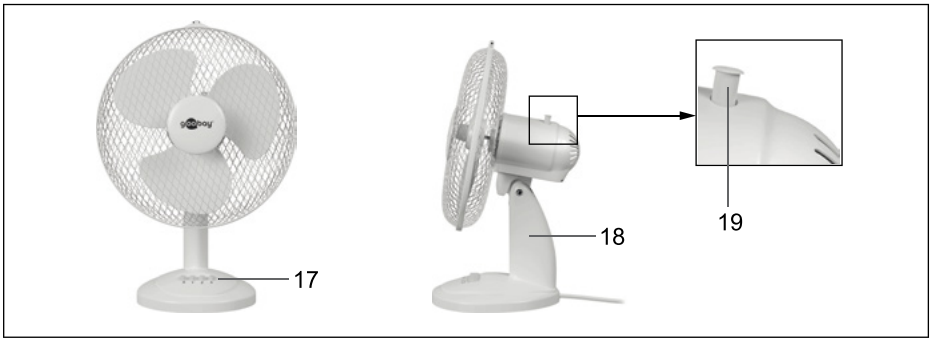

Fig.17: Ready mounted table fan
11. Pull the resulted ring onto the edge of the rear protective grille (14).
The edge of the protective grille must lie in the rear groove (15) of the fixing tape. Fig. 17 a).
12. Insert the front guard grille (6) into the front groove (16) of the fixing strip. Fig. 17 b).
13. Tighten the Phillips screw further clockwise using a Phillipps screwdriver. Fig. 17 c).
The blower intensity can be adjusted in 3 steps by pressing the push buttons 0-3 (17, fig. 17):